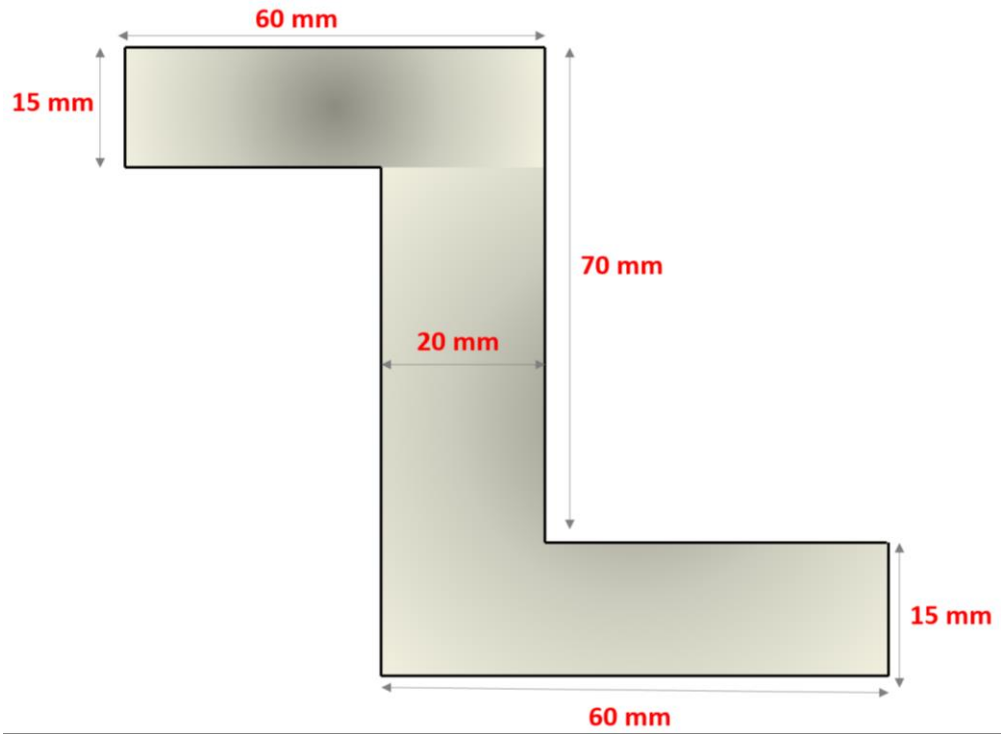

Figure 4
a) Find the centroid of the Z- section shown in Figure 4 (**10 marks**)